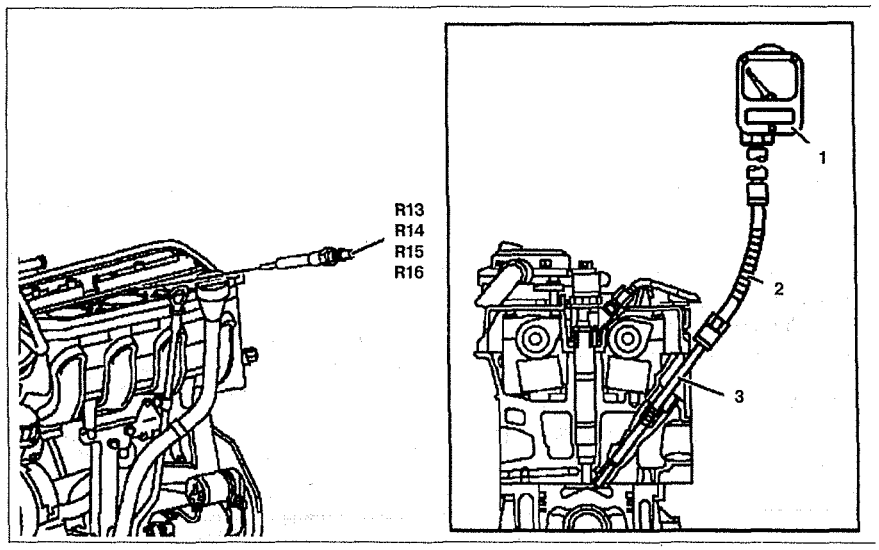

Рис. 5.70. Проверка компрессии двигателя:
3. Снимите свечи накаливания **R13-R16** (см.рис.5.70).